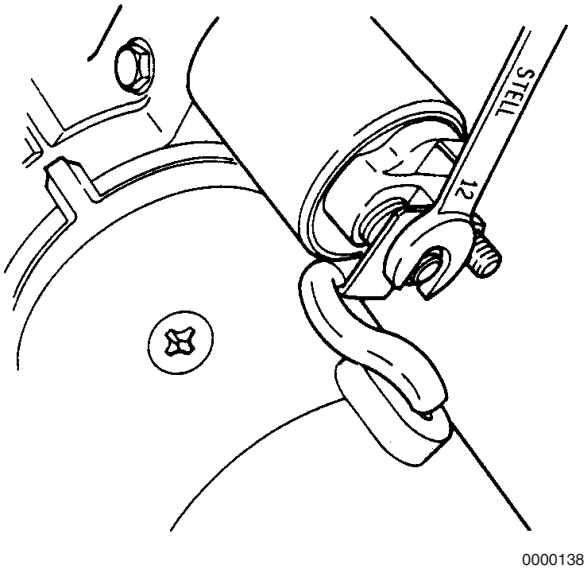

Figure 10-3
2. Disconnect the field wire from the solenoid switch **(Figure 10-3)**.